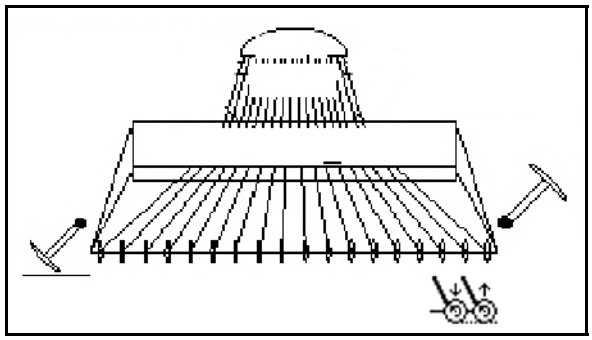

Fig. 51
1. Preselect coulter/harrow pressure (Fig. 51).